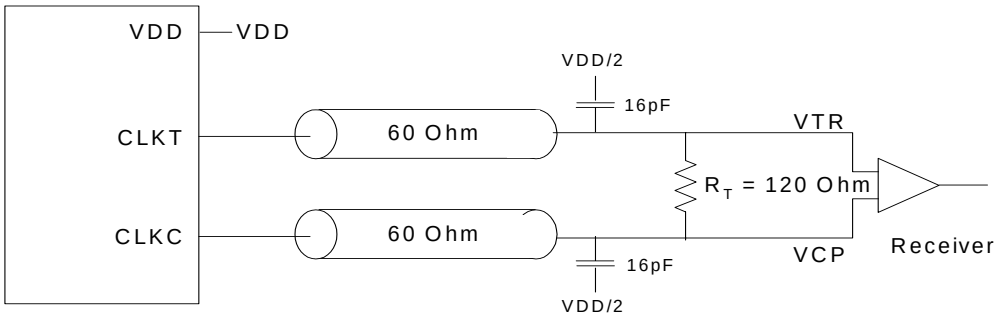

Figure 6. Differential Signal Using Direct Termination Resistor
7. For load conditions see *Figure 6*.
8. The value of V_{OC} is expected to be |VTR + VCP|/2. In case of each clock directly terminated by a 120Ω resistor. See *Figure 6*.
9. All outputs switching loaded with 16 pF in 60Ω environment. See *Figure 6*.
14. All differential input and output terminals are terminated with 120Ω/16 pF as shown in *Figure 6*.